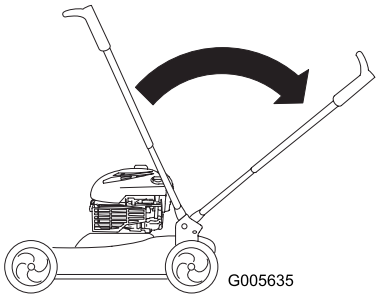

Figur 39
3. Hvis du vil folde ut håndtaket fører du det bare tilbake til normal arbeidsstilling (Figur 39).